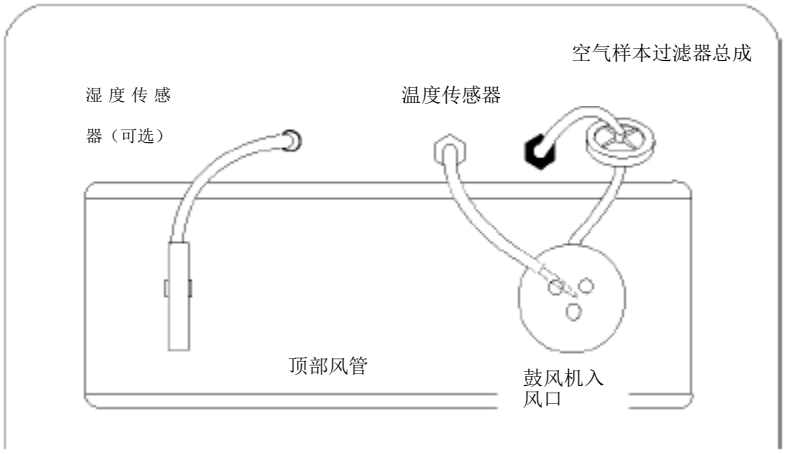

图 1-10. 箱室顶鸟瞰图
3. 将过滤器总成的另一端插入鼓风机入风口中较大的孔中，见图 1-10。
4. 检查温度传感器是否安装到入风口中较小的孔中，如图 1-10 所示。